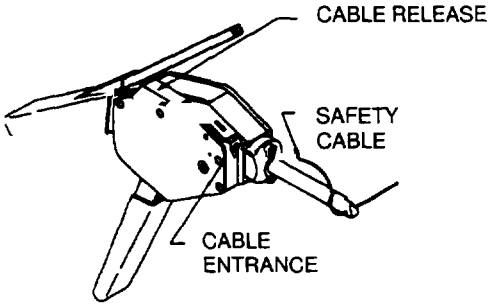
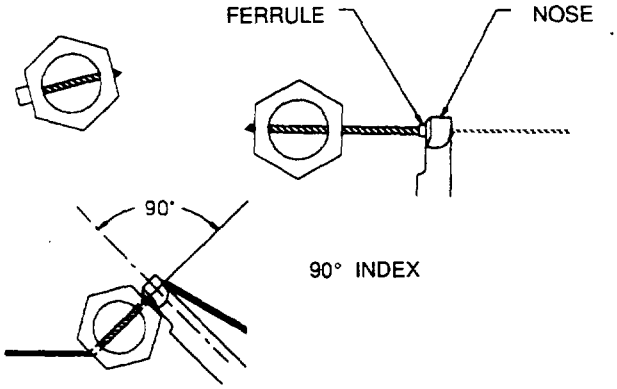

Figure 2-96. Pre-Set Tension Safety cable Tool
Figure 2-97. Position of Safety Cable Too,
(1) Insert the free end of the cable through the tool nose (see figure 2-96) and slide the tool along the cable to the fastener being secured. See figure 2-97.
It is important on this final stroke to hold the tool as steady and perpendicular to the cable as possible while completing a full stroke. This assures consistent tensioning of the cable. See figure 2-97.